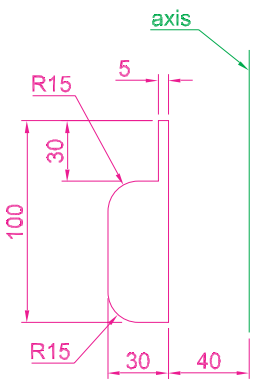

Fig. 15.8 Example of constructing a 3D model – outline for solid of revolution
2. Construct the outline to be formed into a solid of revolution (Fig. 15.8) on a layer colour magenta and with the **Revolve** tool, produce the 3D model of the outline.